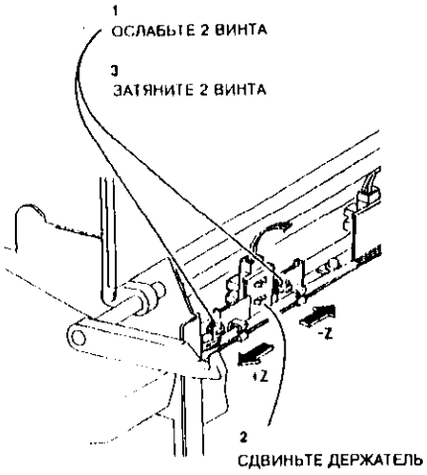

Рисунок 9. Регулировка положения держателя датчика
3. (Рисунок 9) Отрегулируйте положение держателя датчика.